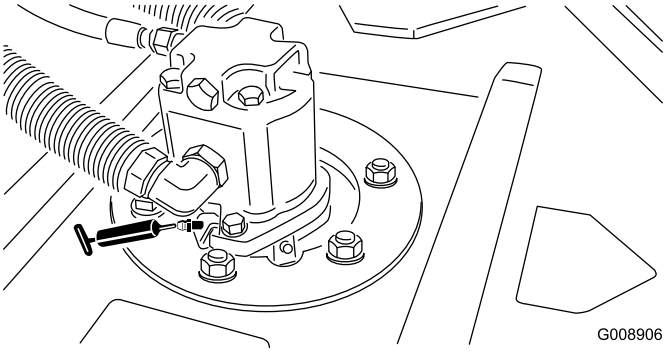

Figur 48
- Spindelakselens kulelagre på klippeenheten (to per klippeenhet) (Figur 48)